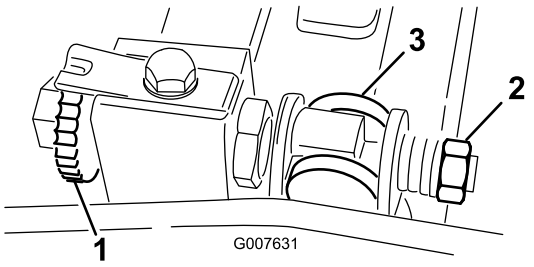

Figur 48
1. Skru justeringsskruen til motstangen mot klokken, til motstålet bakside, vekk fra spolen (Figur 48).
2. Skru ut fjærspenningsmutteren til skiven ikke lenger er strammet mot motstangen (Figur 48).